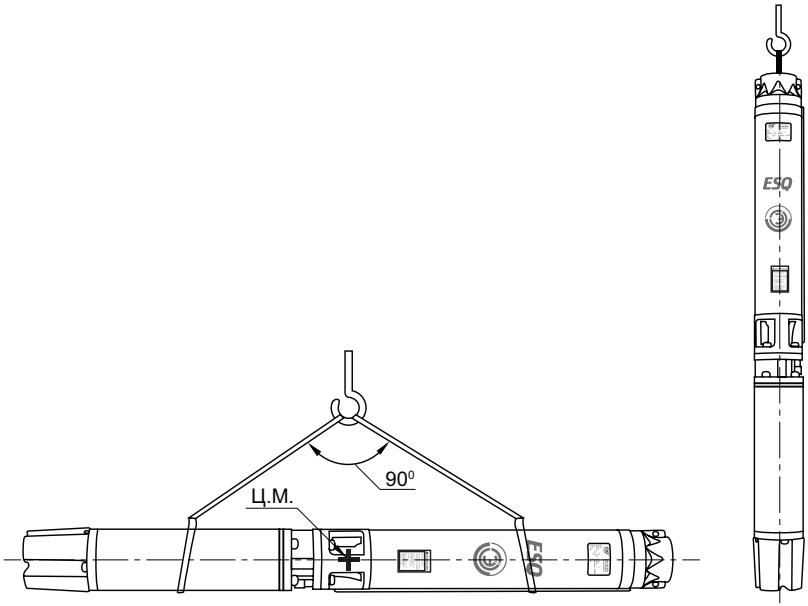

Рисунок 2. **Схемы строповки**
5.6 Строповка агрегата изображена на рис. 2.